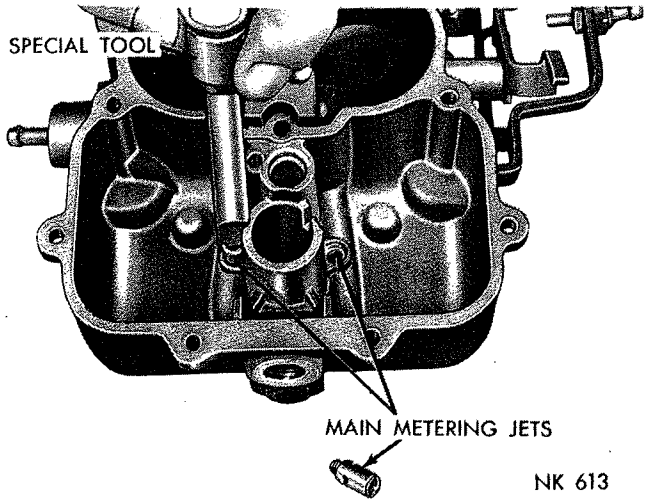

*Fig. 3—Removing or Installing the Main Metering Jets*
(12) Remove main metering jets (Fig. 3).
(13) Remove venturi cluster screws, then lift venturi cluster and gaskets up and away from main
(5) Install new gaskets on venturi cluster, and install in position in main body. Install cluster screws and tighten securely. Test pump discharge by pressing pump plunger down. Two fine streams of fuel should be forced from cluster. If either stream is restricted or diverted, remove cluster and reclean. After test, pour the fuel from the bowl and remove pump plunger.
(6) Install the main metering jets. Tighten securely. (Refer to Fig. 3.)